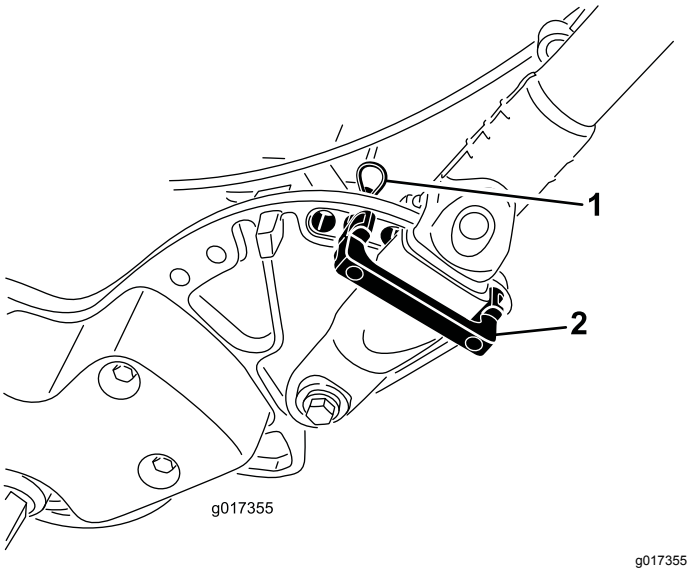

**Rysunek 9**
1. Podtrzymując uchwyt, usuń opaski zaciskowe mocujące obejmy uchwytu do płyt bocznych (Rysunek 9).
2. Obróć uchwyt do wymaganego położenia roboczego i wsuń element ustalający uchwytu przez obejmę uchwytu oraz do pasujących otworów w płycie bocznej (Rysunek 9).
3. Zamocuj obejmę w danym miejscu za pomocą zawleczki (Rysunek 9).